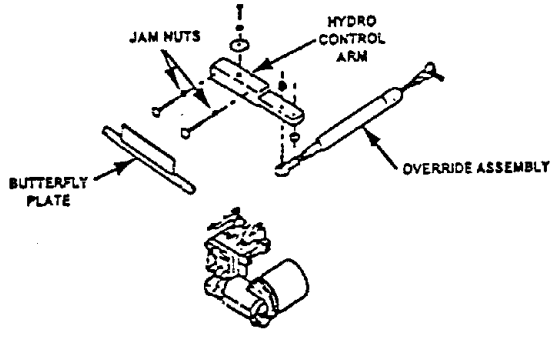

FIG. 9
c) Adjust two 5/16 x 1-1/2" carriage bolts in the hydro control arm in or out until the head contacts the butterfly plate, and then tighten jam nuts (See Figure 9).